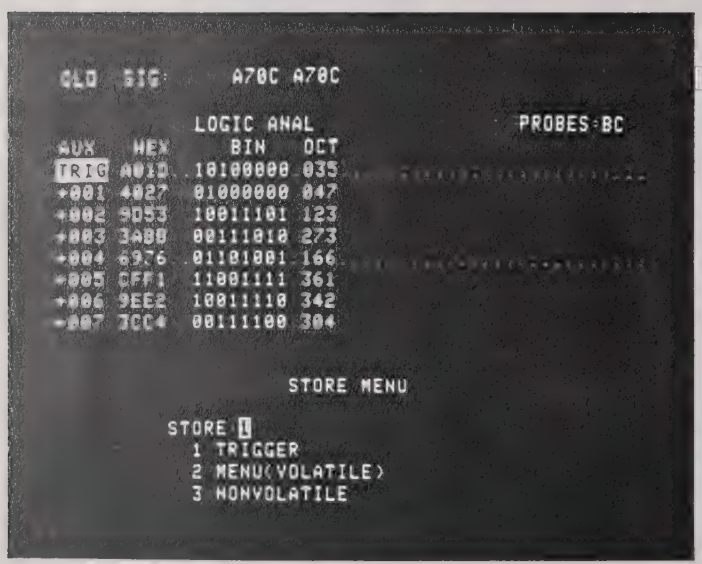

Figure 4.11 - Display of Store Menu Before and After Data Storage Procedure
4.9.1 Refer to Figure 4.11. Series 200 analyzers are capable of fast, flexible, and deep-storage characteristics. Press the **STORE** button to call-up a mini-menu for the following three functions: